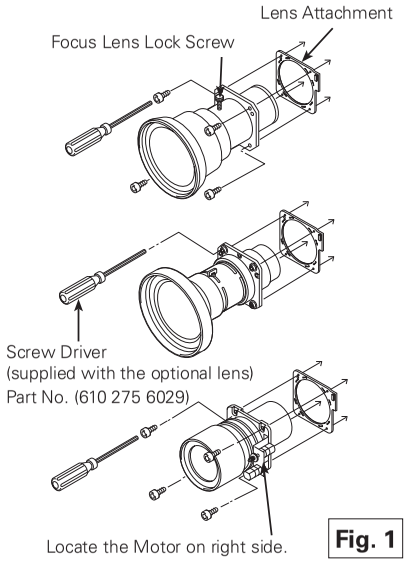
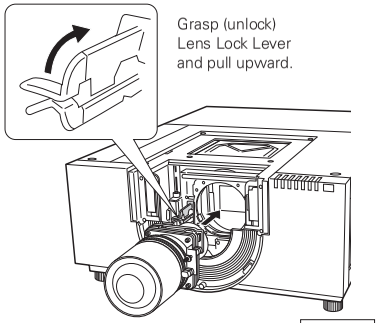
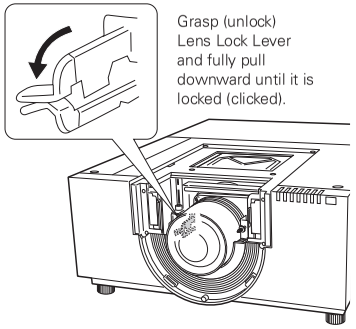

Fig. 1
Fig. 7
Fig. 8
1 Remove the safety lens cap on the rear of the lens (mounting side). Insert the Lens Attachment and secure with the four (4) screws (supplied). (See Fig. 1.)
8 Grasp (release lock) the Lens Lock Lever and turn it fully upward. (See Fig. 7) Install the Lens into the projector. Grasp the Lens Lock Lever and turn the Lever fully downward until lever is Locked (clicked position) properly. (See Fig. 8) When installing the Motor Driven Lens, be sure to mount Lens Motor on right side. (See Fig. 1)
Set up the projector and project image on a screen. Loosen the Focus Lens Lock Screw and rotate the Projection Lens to obtain proper focus. After adjusting focus, be sure to lock the Projection Lens with the Focus Lens Lock Screw securely. (See Fig. 1)